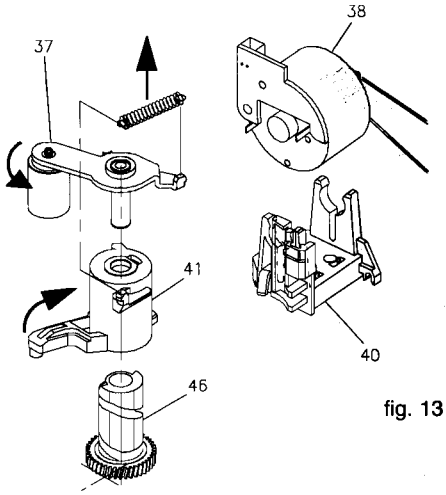

fig. 13
Release the pressure roller guide (pos. 41) from the guide in the threading motor holder by pressing the top of the motor guide rearwards and rotating the pressure roller guide assembly clockwise by approximately a quarter of a turn (Fig. 13) The pressure roller and guide can now be lifted clear.